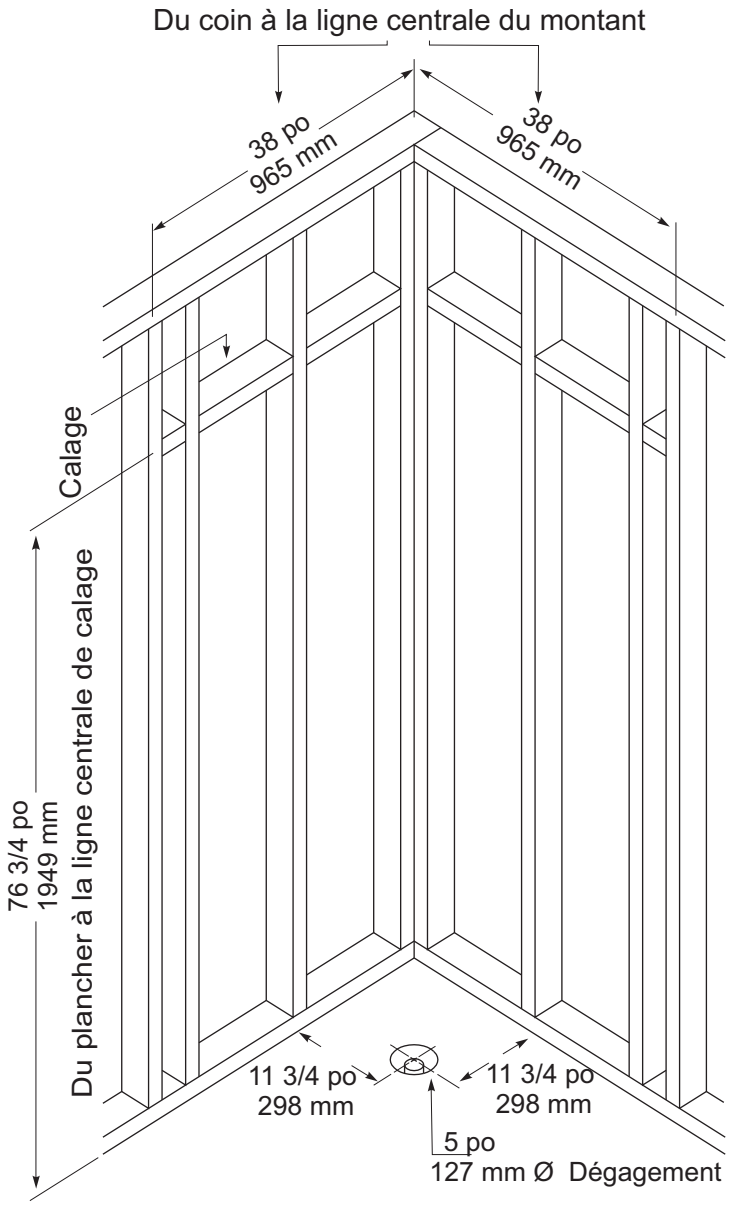

FIGURE 1 - PRÉPARATION
1. Installer les montants et les calages comme illusatré à la figure 1.
3. La figure 1 montre l'emplacement de la vidange doit et le dégagement. Le tuyau de vidange doit être vertical.